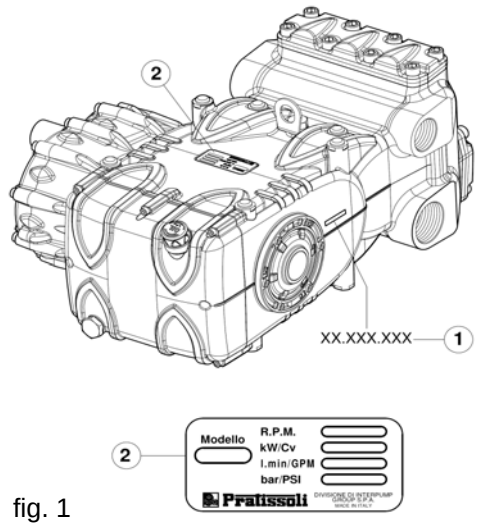

fig. 1
Note the r.p.m given on the plate in Fig.1, position ②.
The plate also gives the model, version and serial number which, together with the serial number to be found on the side of the crankcase (Fig.1, position ①), must always be specified when ordering parts.